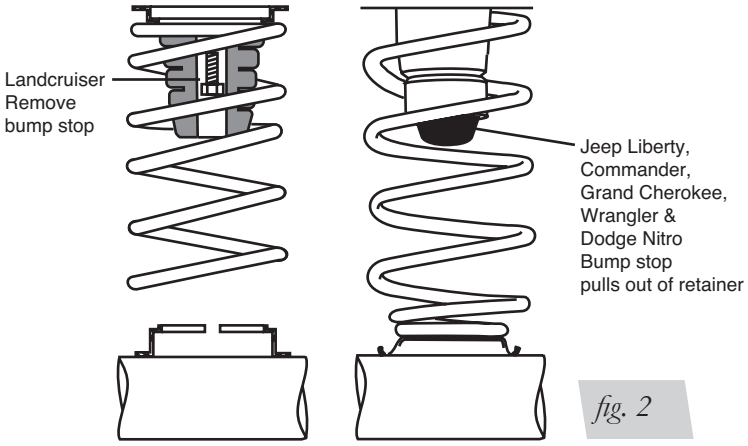

fig. 2
5. LANDCRUISER: using a socket and extension, remove the rubber bump stop from the upper spring seat and discard (Fig. 2).
Jeep Liberty, Commander, Grand Cherokee, Wrangler and Dodge Nitro: pull jounce bumper out of cup (Fig. 2).